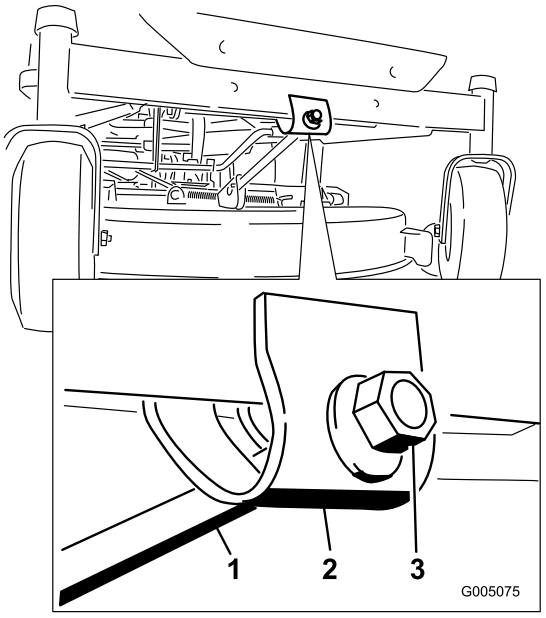

Figur 46
7. Rotere justeringsmutteren foran på gressklipperen (Figur 46) for å justere knivens helling på langs.